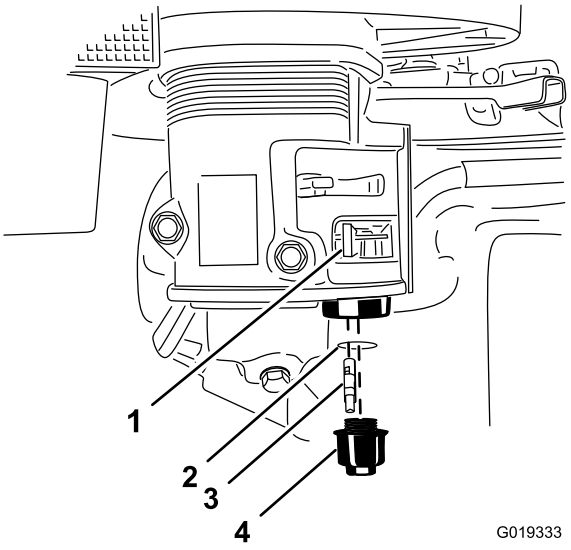

Figure 61
3. Move the lever of the fuel valve to the Off position, all the way to the left (Figure 61).
4. Unscrew the sediment cup (Figure 61).
5. Remove the fuel filter and O-ring (Figure 61).
8. Install the fuel filter in the bottom of the carburetor (Figure 61).